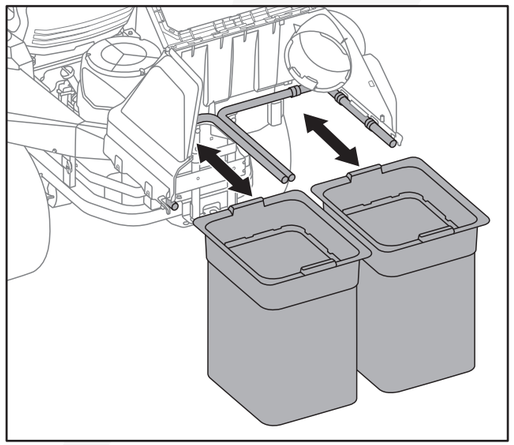

Fig. 9
3.Deslice las dos bolsas de recolección de hierba a lo largo del riel hacia dentro o hacia fuera para montarlas o desmontarlas. (Fig. 9)